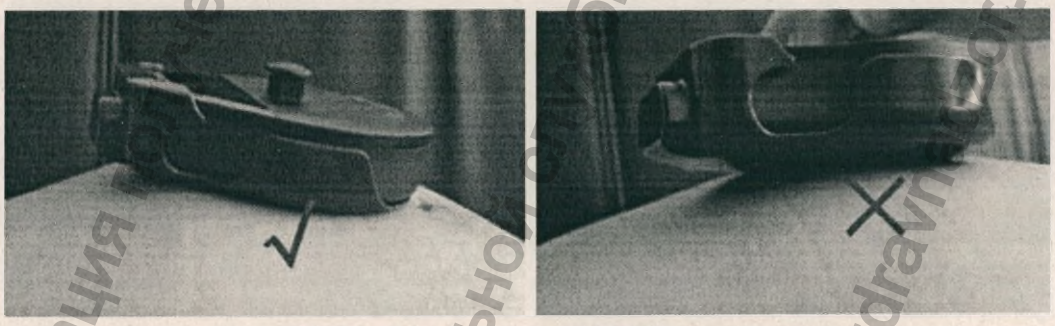

Рисунок 60 Размещение ТОКО датчика
3) Наложите манжету на пациентку. Убедитесь, что индексная линия находится в рамках указанного диапазона, а символ ⇧ — над соответствующей артерией (см. рис. 60). Если индексная линия не попадает в указанный диапазон, замените манжету на манжету нужного размера. Манжета не должна быть слишком туго обернута вокруг конечности. Чрезмерно тугое наложение может привести к нарушению цвета конечностей и, в конечном счете, к ишемии конечностей.